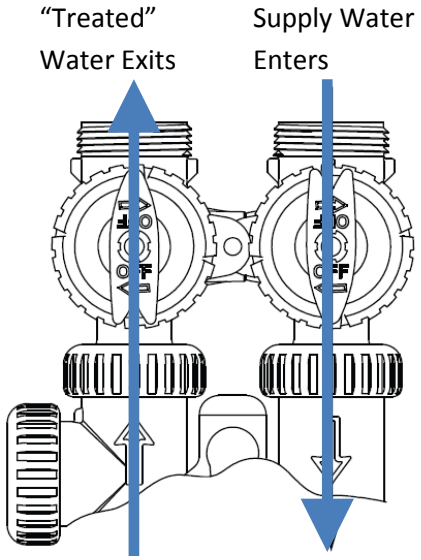

Figure 17: Normal Operation
c. Open the bypass valve into normal operation (Figure 17)